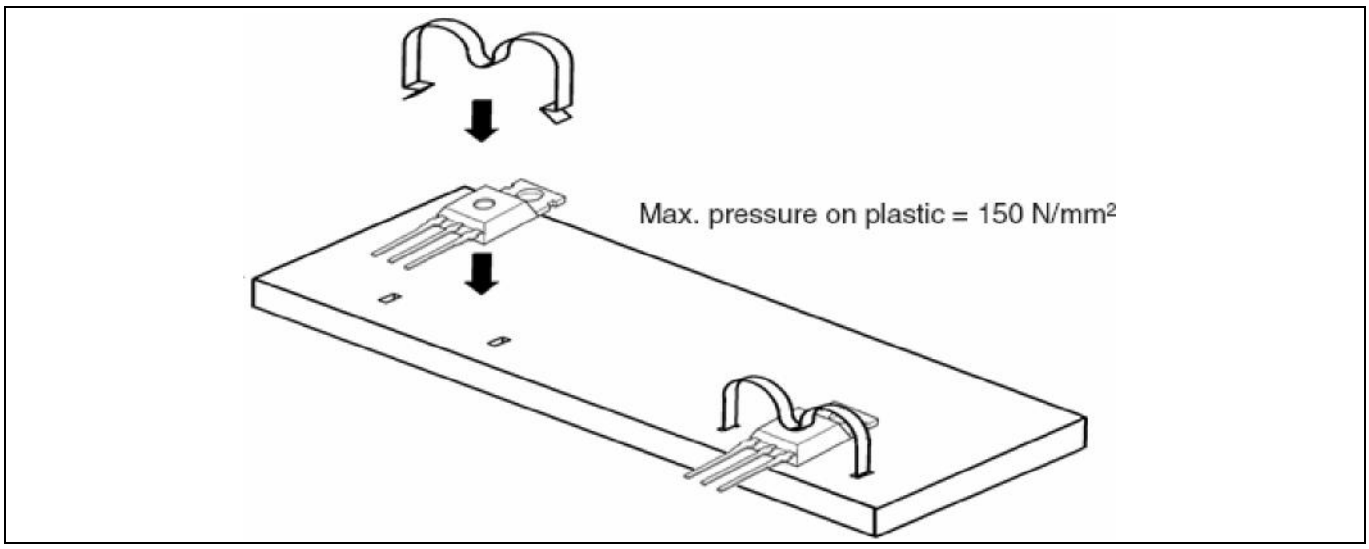

Figure 3 クリップ取り付け例 (サドルクリップ)
- ヒートシンクの厚さが 5 mm 未満の場合は、サドルクリップを使用する必要があります (Figure 3 を参照)。これらのクリップは、仕様に応じて 15 N～50 N の接触力を提供します。